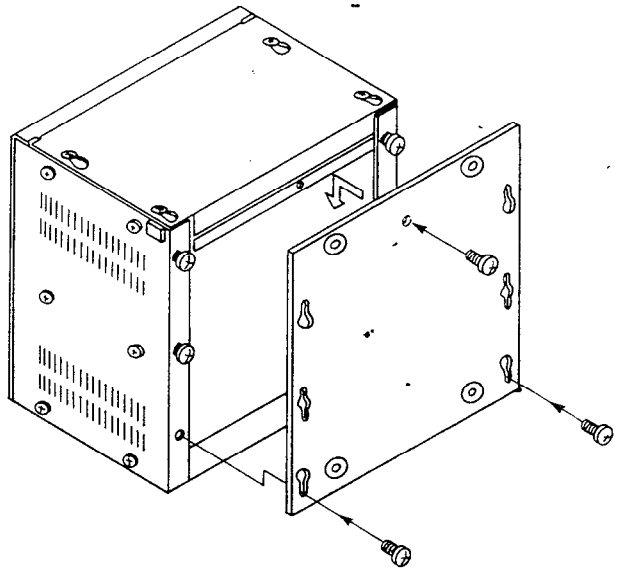

FIGURE 7—MKSU
c) Rotate the back cover 180° and realign it so the two mounting holes project above the MKSU (Figure 7).